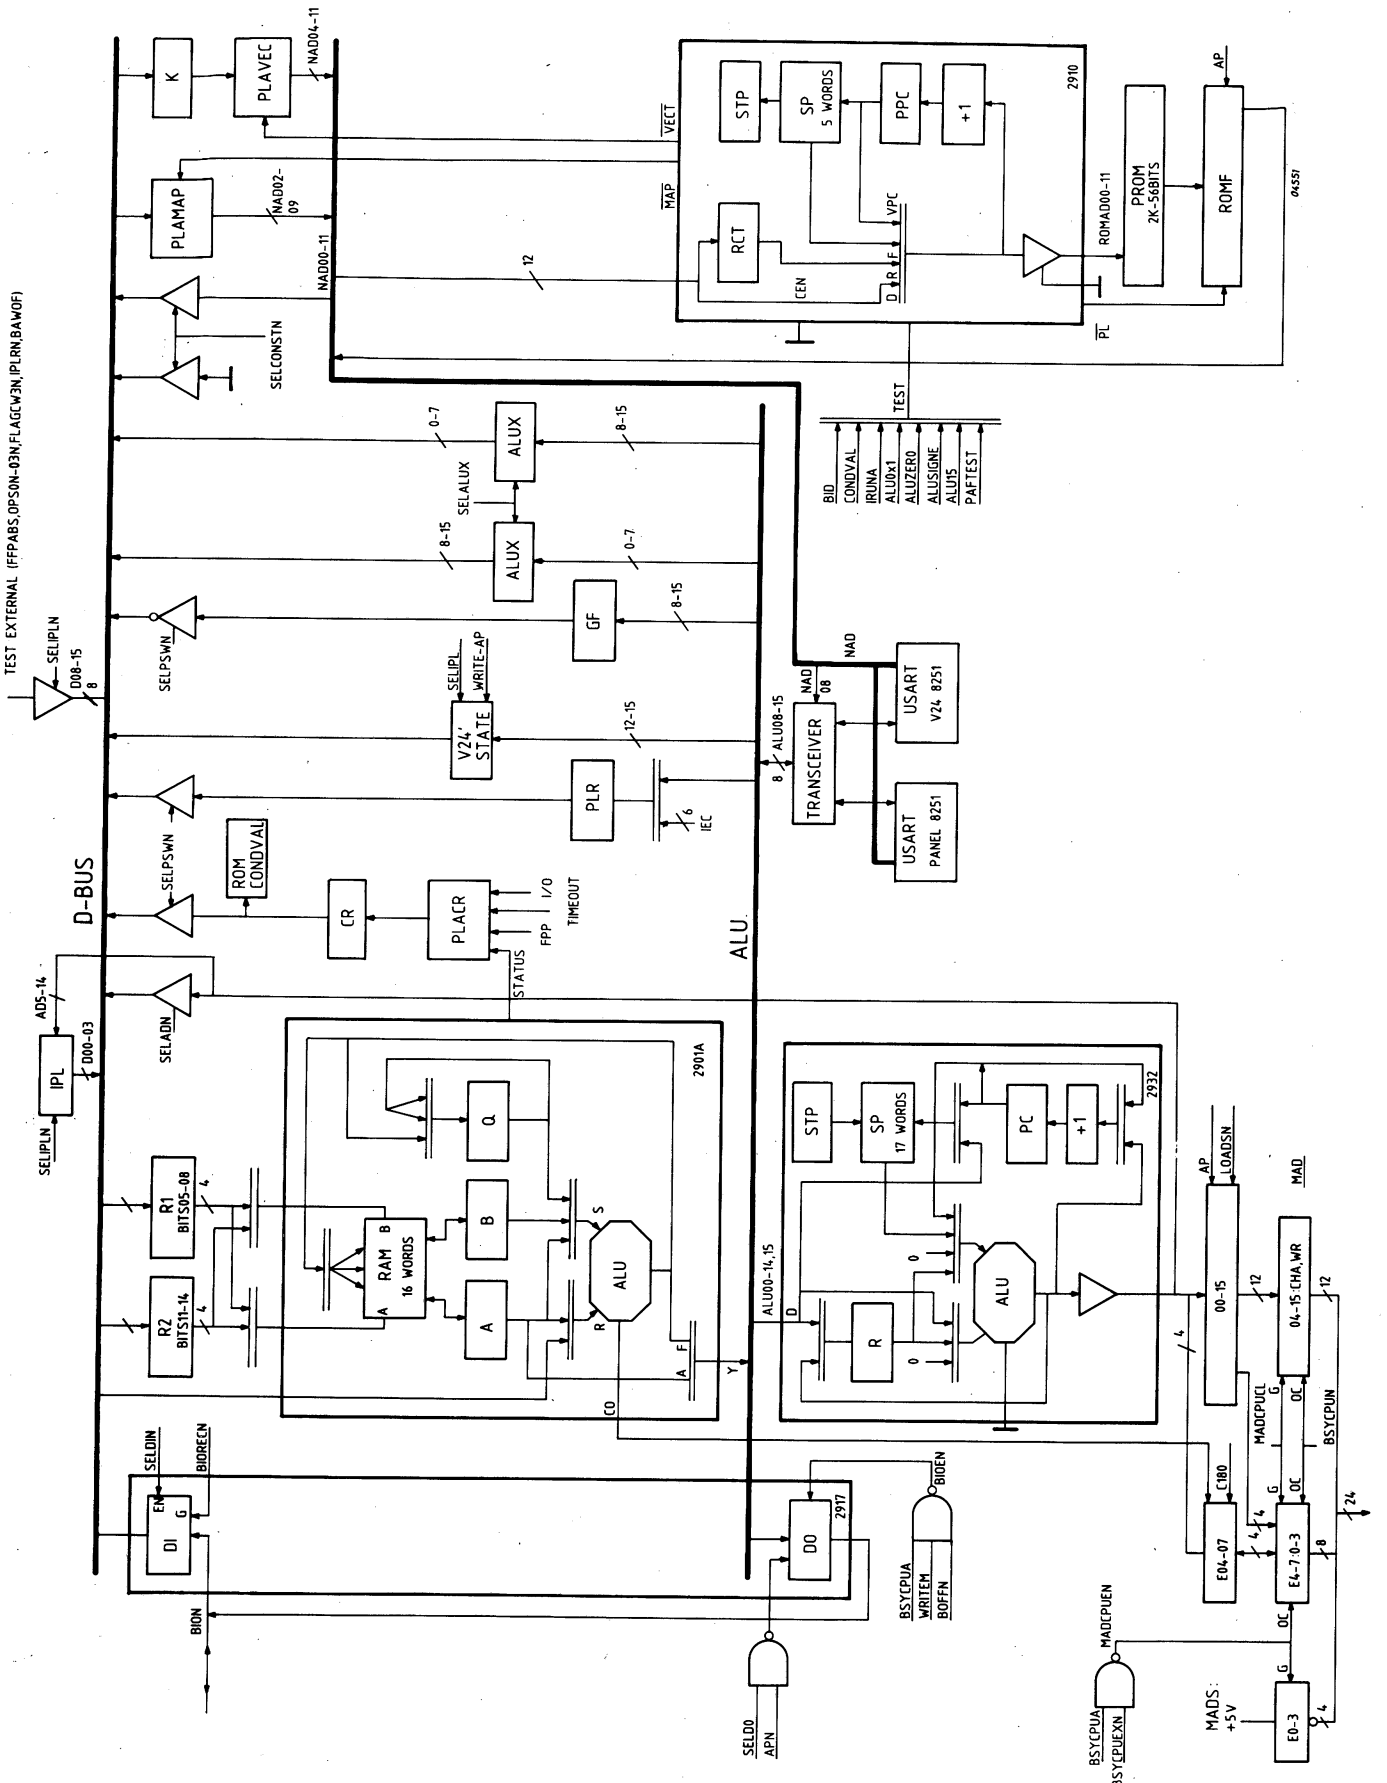

Figure 8.14 CPU BLOCKDIAGRAM
8.5 CPU ARCHITECTURE CP7E (FIGURE 8.14)